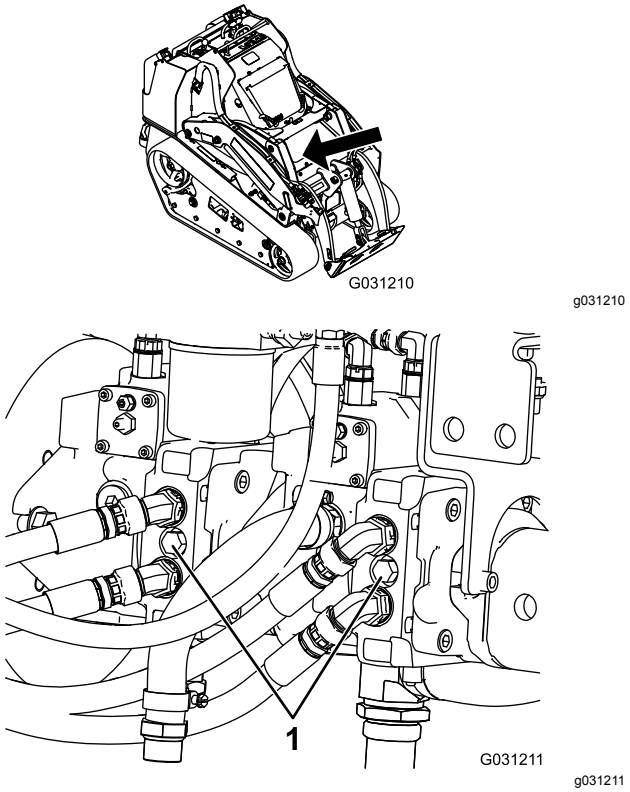

**Rysunek 26**
4. Przy użyciu klucza przekręć dwukrotnie zawory holownicze na pompach hydraulicznych w kierunku przeciwnym do ruchu wskazówek zegara (Rysunek 26).